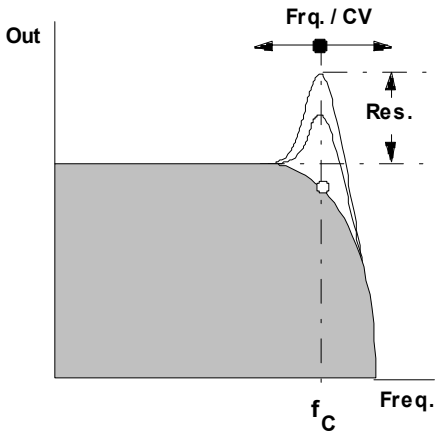

Fig. 1: Frequency response of the A-103
With this control you adjust the **Cut-Off Frequency f_c**, above which the filter attenuates all frequencies. At 10, the filter is fully open. The more you turn down this control, the more the high frequencies are filtered. The sound becomes mellower and less bright (see Fig. 1) until at 0 the filter is completely shut, and there will be no output signal at all.
② CV 2 • ③ CV 3
For voltage control or modulation of the cut-off frequency, use these CV inputs ❷ and/or ❸ (see Fig. 1). Use attenuators ② and/or ③ to adjust the **control voltage level**.
④ Lev.